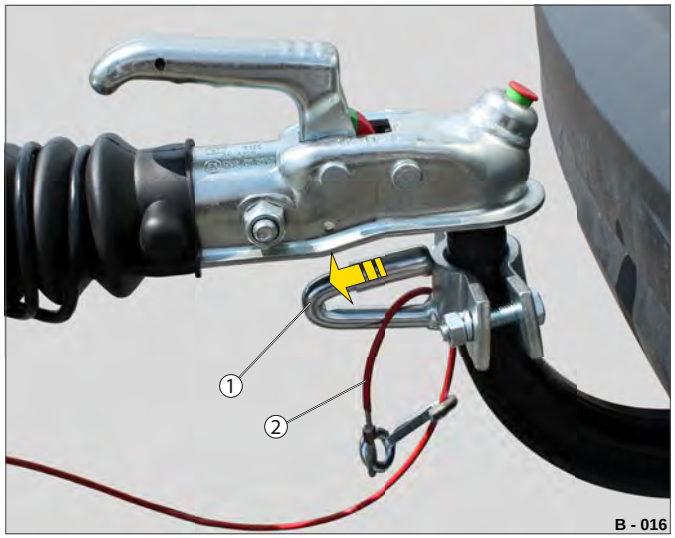

Fig. 14 Anbringelse af sikkerhedswire
▶ Træk i lukkeanordningen (Fig. 14 /1) på klemmeanordningen, og læg samtidig sikkerhedswiren (Fig. 14 /2) ind som en løkke.